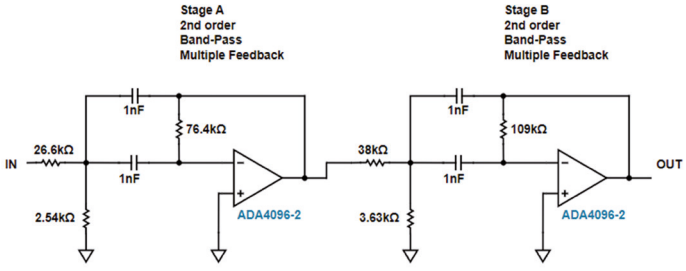

Figure 8.19 Fourth-order band-pass filter circuit.
- Click **Components** to display the circuit diagram of the filter (Figure 8.19).